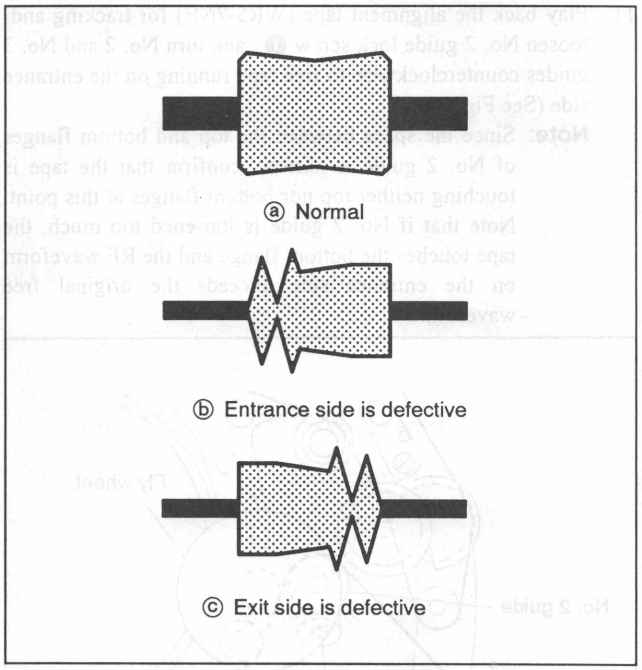

Fig. 7-64.
3) Set the SEL switch of the track shift & monitor jig to OFF, then play back the alignment tape (WR5-7NE) for tracking, and confirm that the RF waveform of both the entrance and exit sides become flat (Fig. 7-64. ⓐ).
- In case the RF waveform on the entrance side is not flat (Fig. 7-64. ⓑ)
- In case the RF waveform on the exit side is not flat (Fig. 7-64. ⓒ)